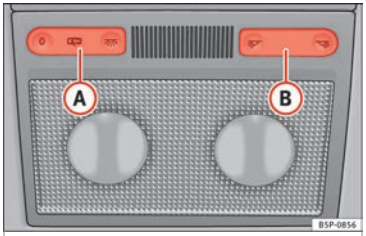
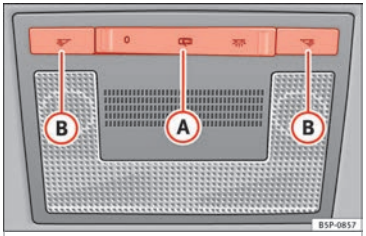

Fig. 64 Interior roof trim: front interior lighting option 1.
Fig. 65 Interior roof trim: front interior lighting option 2.
Switch (A) ››› **Fig. 64** o ››› **Fig. 65** is used to select the following positions:
Press the switch to position **0** ››› **Fig. 64** or ››› **Fig. 65**.
Press the corresponding button (B) ››› **Fig. 64** or ››› **Fig. 65** to switch on the reading light.